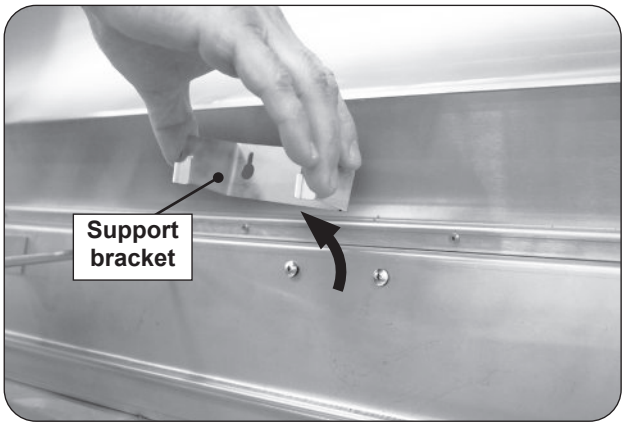

Fig. 24-1 Remove element support bracket
2. Locate the rear heating element support bracket and slightly loosen the two screws. Detach and remove the bracket by sliding it upward. See Fig. 24-1.